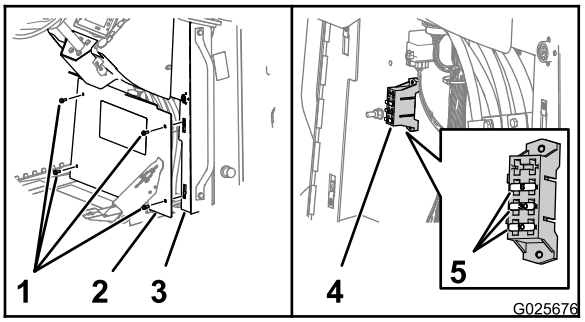

Figure 80
3. Serrez les 4 boulons à embase hexagonale (5/16 x 3/4 po) qui fixent le couvercle à la console et déposez le couvercle (Figure 80).
4. Localisez le fusible ouvert et remplacez-le par un fusible de même type et même intensité (Figure 80).
6. Alignez le trou du couvercle et les écrous à clip des brides de la console (Figure 80).